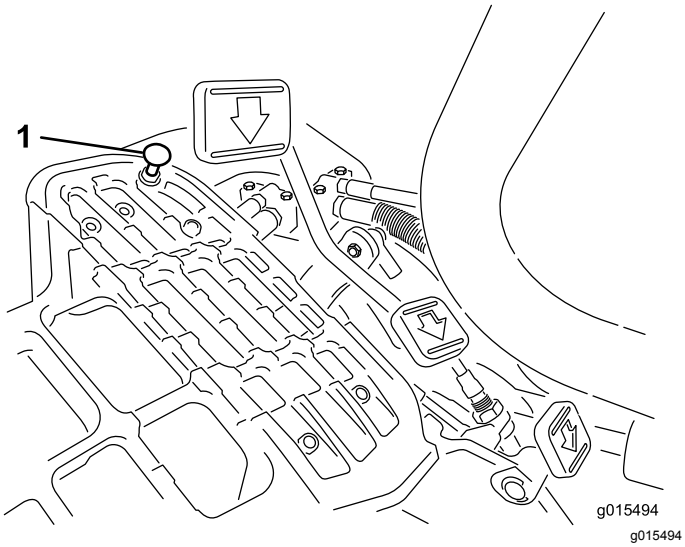

Figur 47
Du kommer upp i maximal transporthastighet genom att flytta funktionsreglaget till TRANSPORTLÄGET och trycka ned gaspedalen. Om pedalen får kontakt med stoppet (Figur 47) innan du känner någon spänning i kabeln genomför du följande justeringsprocedur:
1. Flytta funktionsreglaget till TRANSPORTLÄGET och lossa på låsmuttern som fäster pedalstoppet vid golvplattan (Figur 47).